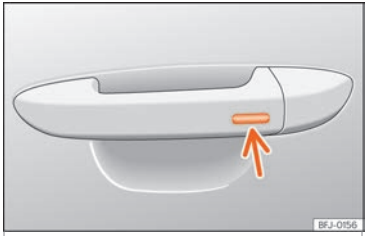

Fig. 91 Poignée de porte : surface sensible.
- Appuyez un doigt pendant quelques secondes sur la surface sensible de verrouillage ››› fig. 91 (flèche) de la poignée de porte jusqu'à ce que le toit ouvrant se ferme. Si vous cessez de toucher la surface sensible, la fonction d'ouverture/fermeture s'interrompt.